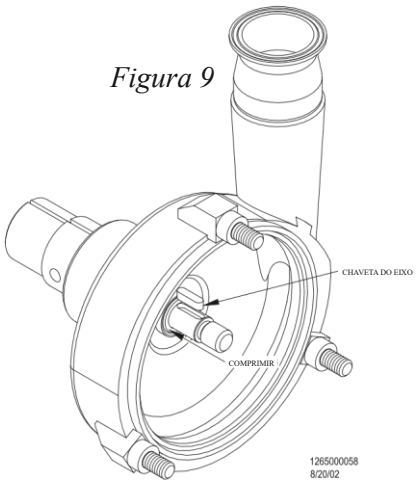

Figura 9
g) Comprimir a mola do selo (34) pressionando o driver frontal do selo (36) e retire a chaveta do rotor (8) (*Figura 9*). (Pode ser mais fácil girar o rasgo da chaveta para a parte inferior do eixo, comprimir a mola do selo e deixar a chaveta cair.)